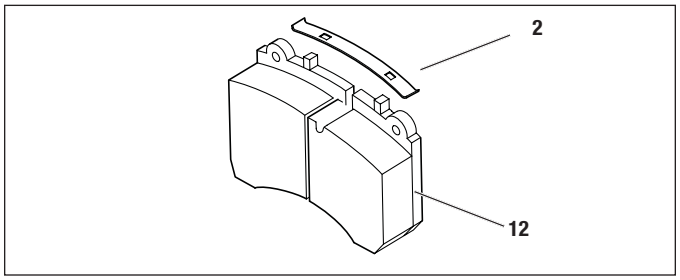

Figure 39 – Pad Retaining Spring Installation
5.2.15 Install the pad retaining springs(2) onto the brake pads(12) by inserting one end of the spring onto the lug at the top of the brake pad *(See Figure 39).* Carefully apply enough force to permit the second lug to fully engage, taking care to keep fingers etc. away from the spring as it seats.